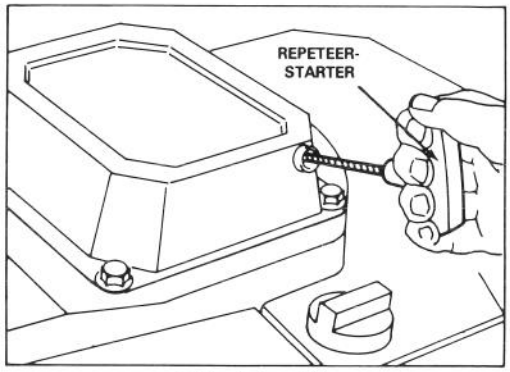

Afbeelding 11
3. VINGERTOP-STARTEN — Zet het gasmanet op CHOKE. Trek de vingertop-starter die bevestigd is op de motor uit (Afb. 11) en stel het gasmanet in de gewenste stand wanneer de motor start.
N.B. Wanneer de accu leeg is kan de motor gestart worden met de repeteerstarter (Afb. 11).